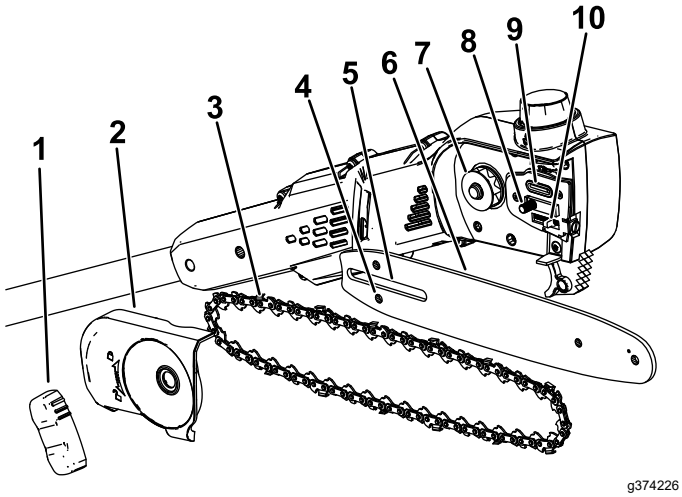

**Bild 19**
2. Entfernen Sie die Seitenabdeckung, drehen Sie den Knopf der Schwertabdeckung gegen den Uhrzeigersinn, bis der Knopf entfernt ist, und entfernen Sie dann die Seitenabdeckung (Bild 19).
7. Prüfen Sie den Ölaustritt (Bild 19) auf Rückstände und reinigen Sie den Bereich ggf.
***Wichtig:*** **Vergewissern Sie sich, dass der Kettenspannbolzen in den Schlitz des Kettenspannbolzens am Sägeschwert eingeführt ist (Bild 19). Möglicherweise müssen Sie die Kettenspannschraube drehen, damit der Bolzen in das Loch im Sägeschwert passt.**